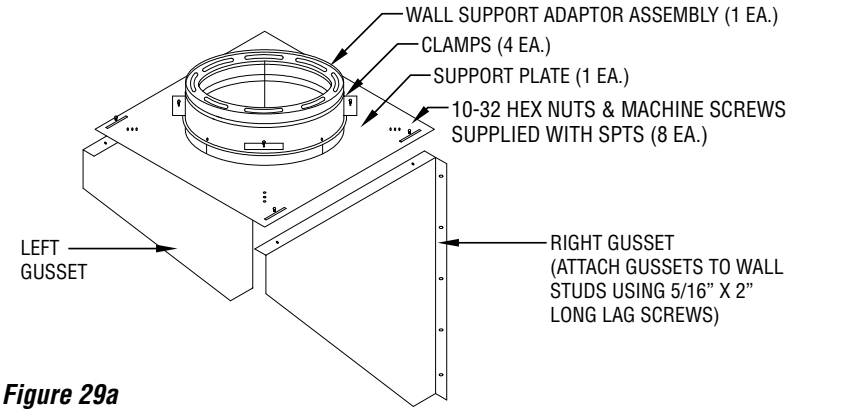

Figure 29a
7. Attach wall support plate to wall support adaptor using 4 clamps provided. Do not tighten. *(See **Figure 29a**).*
9. Install the tee cap to the bottom of the wall support adaptor with a minimum of two (2) #10 x 1/2” sheet metal screws.